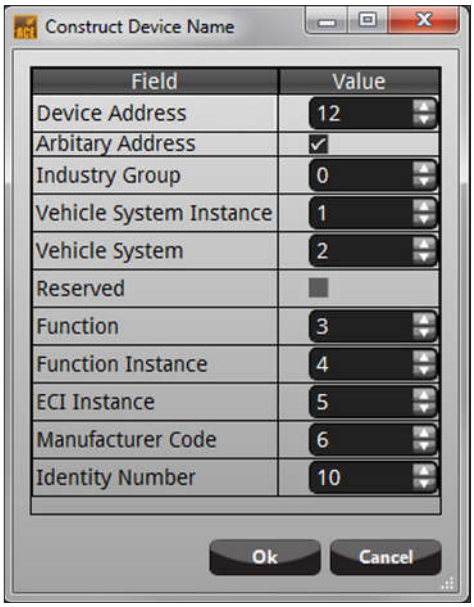

Figure 15. Values for Construct Device Name.
3. Click on the newly added row and edit the address and name (see Figure 15 for the values).